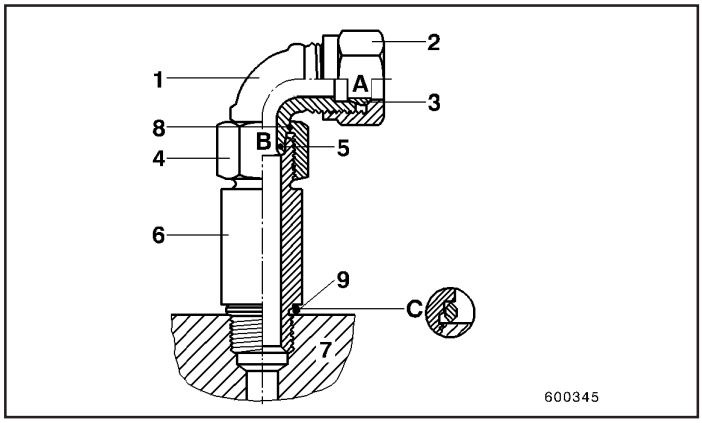

Fig.2
Conexão giratória com adaptador macho longo (Fig. 2)
A conexão giratória montada sobre o adaptador (6, Fig. 2) é similar à descrita na seção “Conexão giratória com rosca macho reta conforme DIN”. A conexão é vedada na região “C” utilizando um anel de vedação de aço (9).